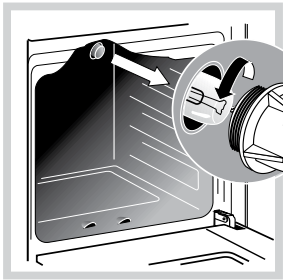

Рис.16
- Открутите стеклянный плафон (рис.16).